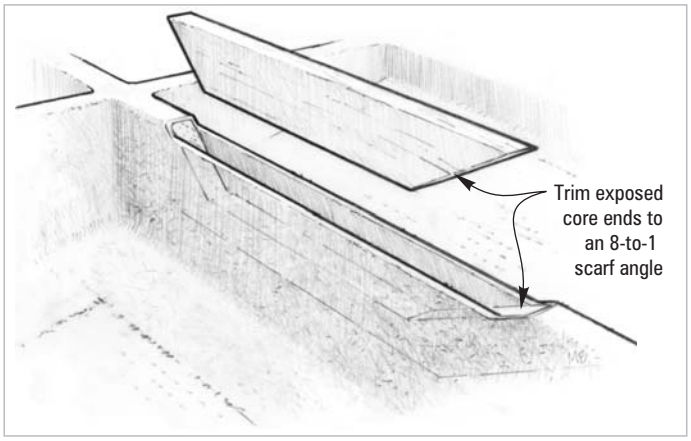

Figure 3-3 *Trim a new piece of core material to fit the size and shape of the void in the existing core. The scarf may run vertically or horizontally.*
1. Cut out the damaged section of the existing stringer. Remove as much skin as necessary to remove all of the damaged core. Trim the exposed core ends to a minimum 8-to-1 scarf angle *(Figure 3-3)*. The scarf may run vertically or horizontally.